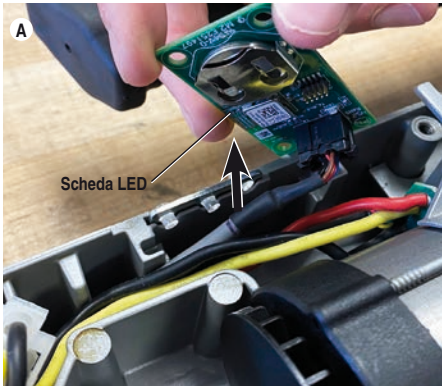
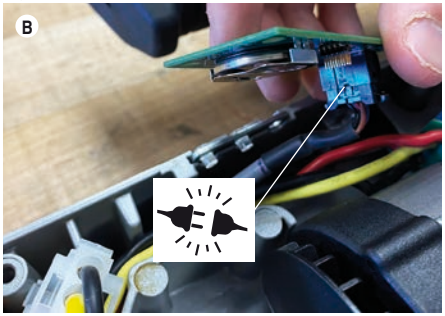

**Figura 3A – Sollevamento della scheda LED**
**Figura 3B – Scollegamento della scheda LED**
3. Sollevare la scheda LED (vedere figura 3a), scollegare il connettore (*vedere figura 3b*) e rimuovere la scheda LED.